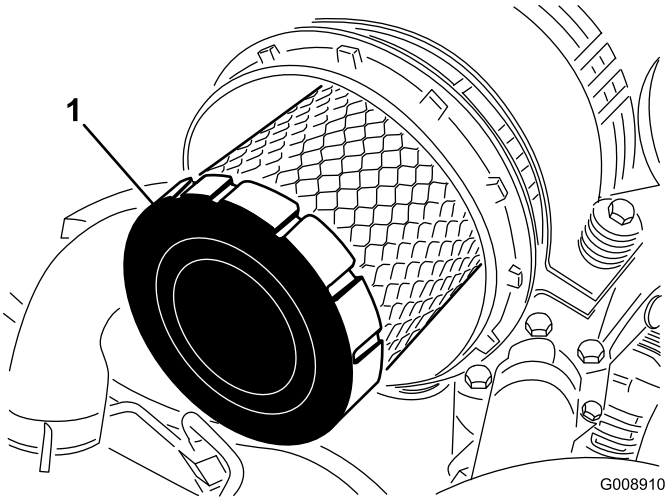

Figuur 63
4. Verwijder en vervang het voorfilter (Figuur 63).